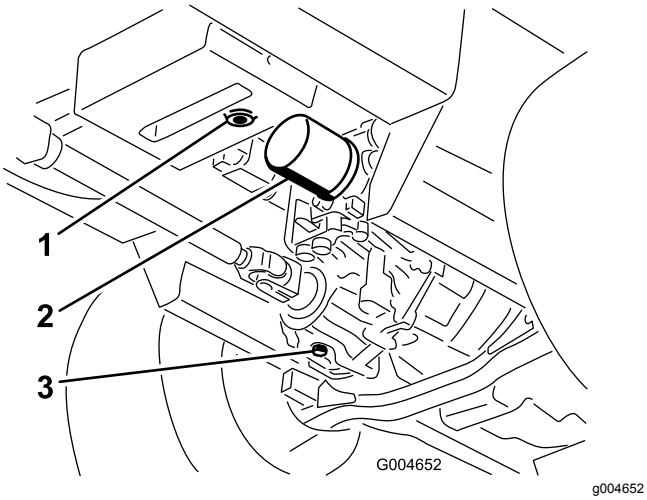

Figuur 57
3. Plaats een grote bak onder het hydraulische reservoir en de versnellingsbak en verwijder de aftappluggen om alle hydraulische vloeistof weg te laten lopen (Figuur 57).
4. Reinig de omgeving van het hydraulische filter en verwijder het filter (Figuur 57).